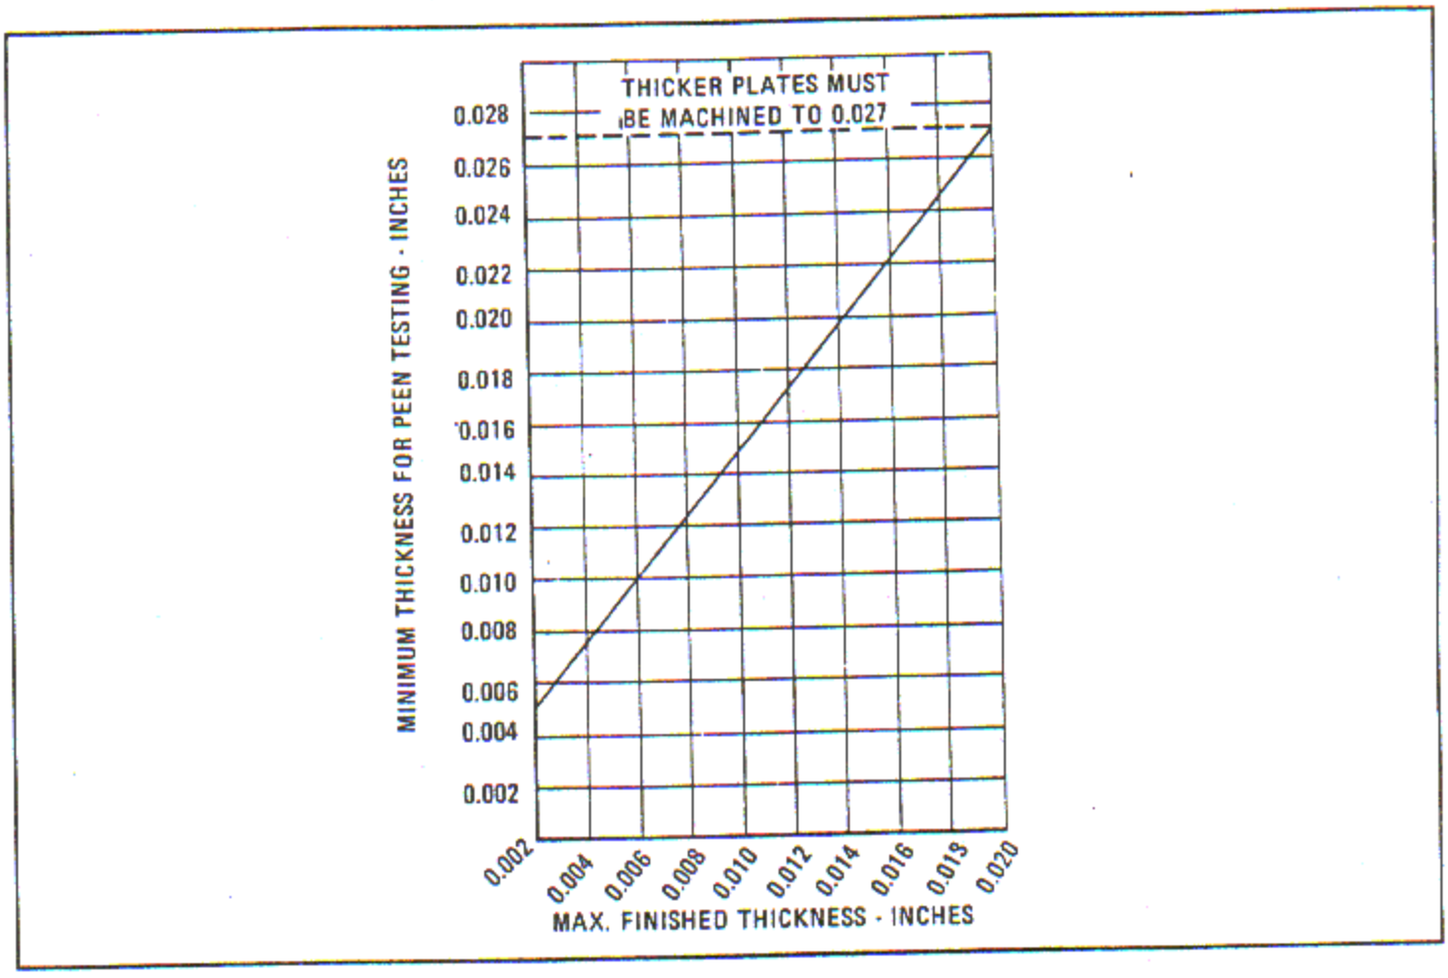

Figure 6-276. Thickness of Silver Plate Prior to Shot-Peen Bond Testing
e. For the thickness of silver plate required, prior to shot-peen bond testing, to satisfy a specific finished thickness dimension, refer to the graph shown in figure 6-276.